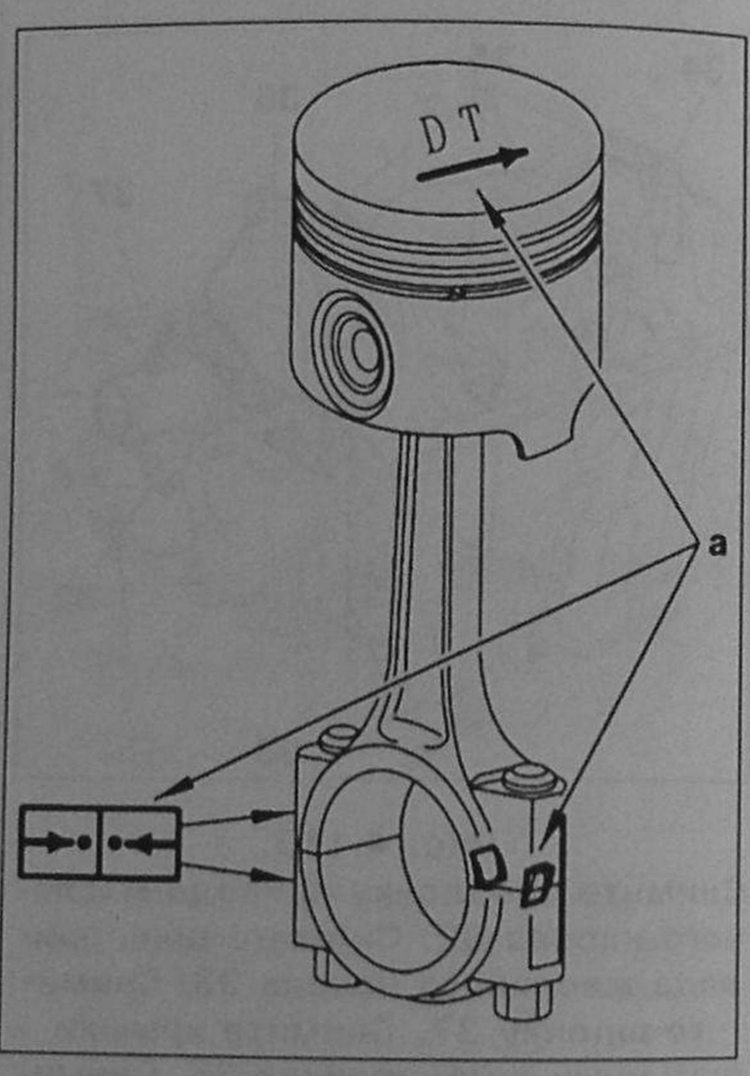

Рис. 4.127.
4. Определите заранее правильное взаимное расположение деталей (рис. 4.127.).